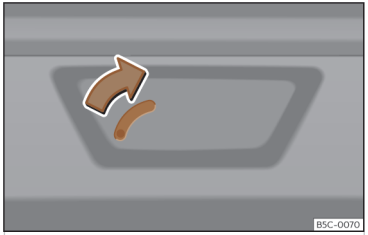

Fig. 80 Detalle del maletero: desbloqueo de emergencia.
- Introduzca el espadín de la llave en la ranura y desplace la llave en el sentido de la flecha hasta que la cerradura se desbloquee ››› **fig. 80**.